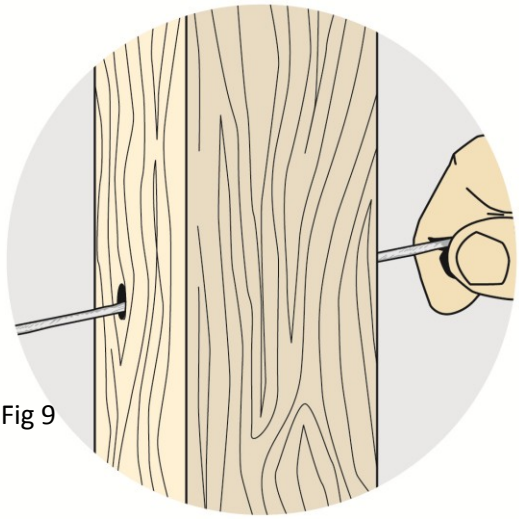

Fig 9
b) Lace cable through intermediate posts (Fig. 9).